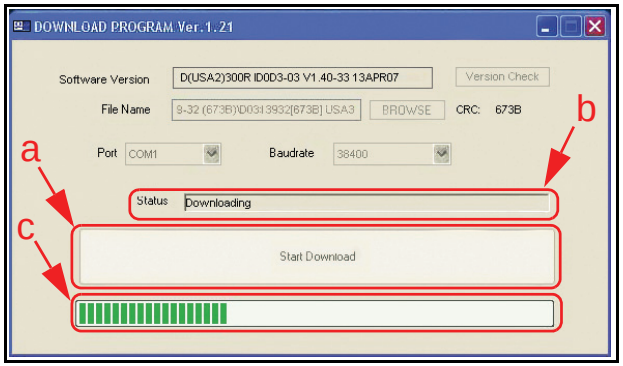

Figure 10 Download in Progress Screen
21. Click on the large 'Start Download' Screen Button (Figure 10 a) to transfer (flash) the selected file into the DBV memory. The 'Status' Window will indicate 'Deleting' for a few moments, and will then change to read 'Downloading' (See Figure 10 b). During the file download sequence, download progress will appear as a Green progress indicator bar depicted by the incomplete Figure 10 c Green Barograph.